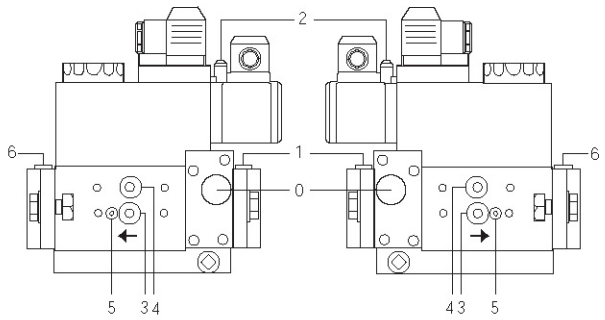
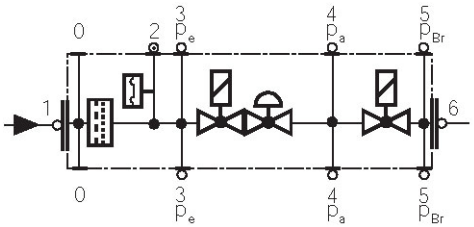

Fig. 40
Fig. 41
- Clean and examining the gas filter cartdrige, if necessary replace it (Fig. 40 on).
- Change the filter if the pressure difference between pressure connection 1 and 3 (Fig. 40-Fig. 41)is $\Delta p > 10$ mbar.
- Change the filter if the pressure difference between pressure connection 1 and 3 (Fig. 40-Fig. 41) is twice as high compared to the last check.